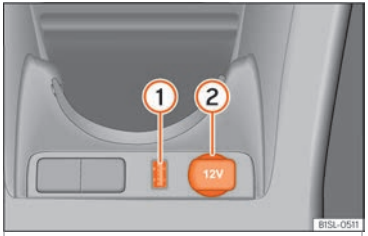

Fig. 132 Front centre console: 12-volt power outlet on the storage compartment and USB interface.
The 12 volt socket is found in the storage compartment at the front of the centre console ››› Fig. 132 ② and only functions when the ignition is switched on.